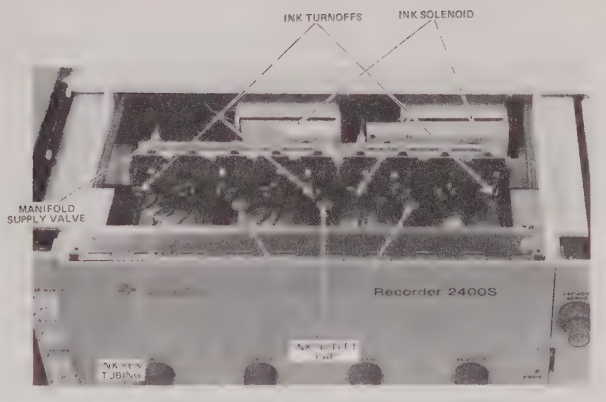

FIGURE 5-12 BLEEDING THE INKING SYSTEM
1. Use Figure 5-12 as an aid with the procedure that follows.
6. Turn ink solenoid valve ON. Push hinged valve closed with finger (Figure 5-12). Solenoid plunger will close, opening diaphragm in valve assembly. Hold closed. Ink should fill tubing linking solenoid valve with manifold supply valve.